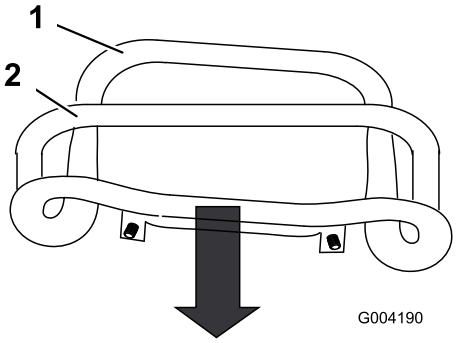

**Figur 50**
3. Dra drivreglaget rakt bakåt så att reglagets främre del nuddar vid referensstaven (Figur 50).